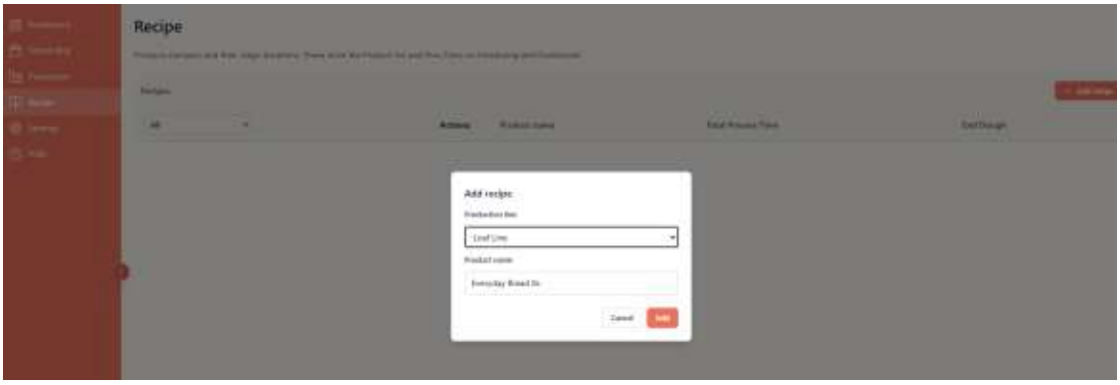
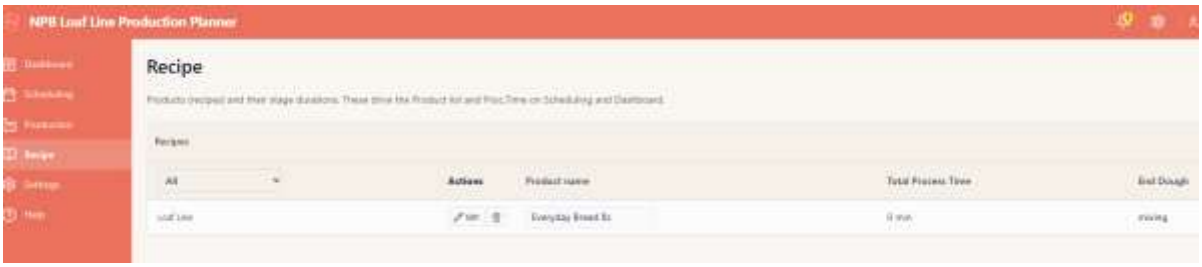

Figure 61: Recipe Page, Add Product Process Dialog
Figure 62: Recipe Page, Added New Product, Table Not Empty
Step 2: Go to Recipe Page & create a Product by clicking "Add Recipe" button in the top right-side corner. Then a dialog will appear for you to choose Production Line and input the name value of the Product you wanted to create (see Figure 61). Upon filling out the name value of the Product field, press "Add Button" then it will reflect just like on Figure 62.